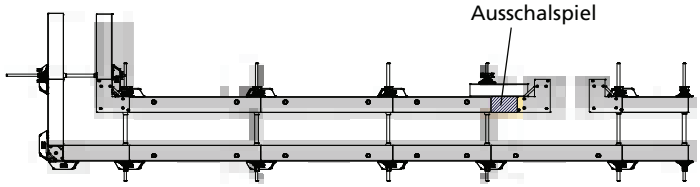

Abb. 65.3
■ Bei Wandscheiben unter 6 m sollte im Bereich der Innenschalung ein Ausschalspiel eingebaut werden (Abb. 65.3), weil sich die Schalung beim Ausschalen sonst verkeilt und ihre Haftung am Beton zu groß ist.